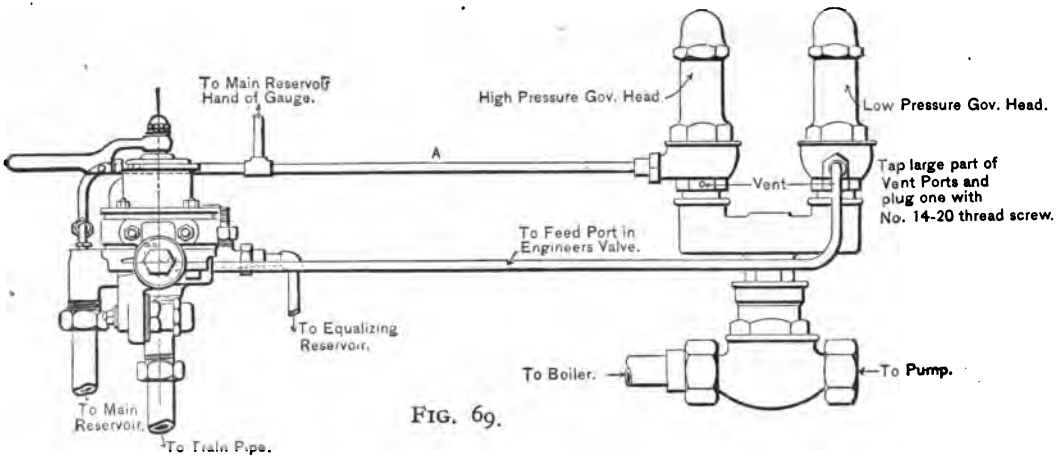

FIG. 69.
*Q What is the special object to be obtained with the equipment shown in Figs. 69, 70 and 71?*
A. As indicated on Fig. 69, the pipe leading to the low pressure head is also connected at the brake valve to a hole drilled into the port, which, in running position, conveys air to the feed valve. This port contains main reservoir pressure, with the brake valve in this position, and as soon as main reservoir pressure reaches that for which the low pressure head is adjusted, usually 85 pounds, the pump is stopped.